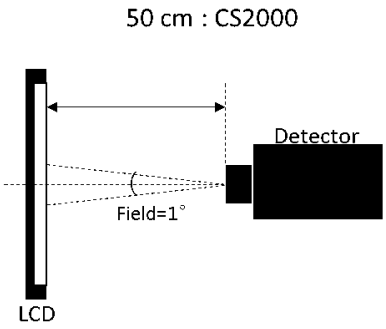

Fig 4.1 Measurement equipment.
(1) Each chromaticity coordinates (x, y) are measured in CIE1931 color space when full-screen displaying (Red, Green, Blue, White) and light source is defined by HKC Backlight, measurements shall be made at the center of the panel, and setup of measurement is shown in Fig 4.1.
(2) The color gamut is defined as the fraction in percent of the area of the triangle bounded by R, G, B coordinates and the area is defined by NTSC 1931 color standard in the CIE color space. Chromaticity coordinates are measured by CS2000 and the standard setup of measurement is shown in Fig 4.1.
(3) Definition of Transmittance (T%):
(6) Definition of Viewing angle:
As Note (4) the static contrast ratio definition, the viewing angles are defined at the angle that the contrast ratio is larger than 10 at four directions relative to the perpendicular direction of the HKC's module (two vertical angles: up θ_y+ and down θ_y-; and two horizontal angles: right θ_x+ and left θ_x-). The standard setup of measurement is shown in Fig 4.1 & 4.4